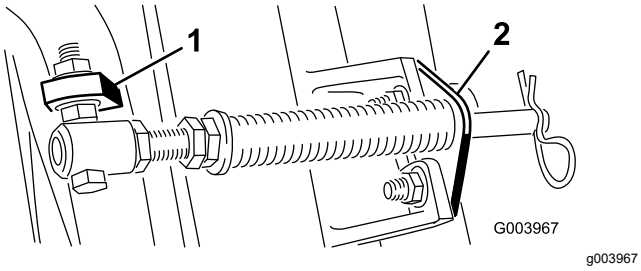

**Figure 5**
D. Montez le support de tige sur les pattes de l'unité de coupe à l'aide des boulons de carrosserie et des écrous (Figure 5).